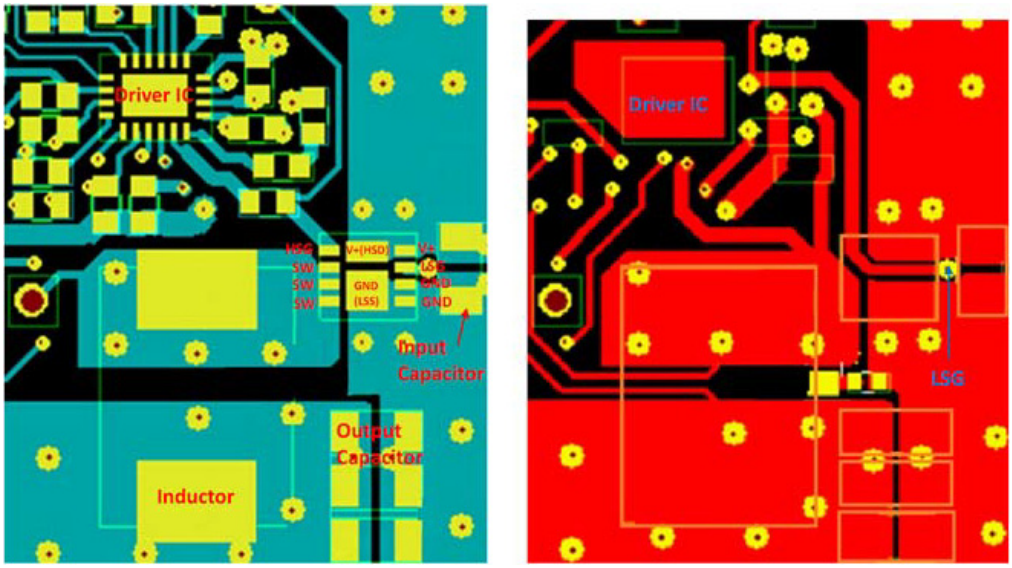

Figure 31. Top/Component (Green) View and Bottom (Red) PCB View
Figure 31 shows an example of a well designed layout. The discussion that follows summarizes the key features of this layout.
- ”The SW to inductor copper trace is a high current path. It will also be a high noise region due to switching voltage transients. The trace should be short and wide to enable a low resistance path and to minimize the size of the noise region. Care should be taken to minimize coupling of this trace to adjacent traces. The layout in Figure 31 shows a good example of this short, wide path.
- ”The POWERTRENCH Technology MOSFETs used in the Power Clip are effective at minimizing SW node ringing. They incorporate a proprietary design1 that minimizes the peak overshoot ring voltage on the switch node (SW). They allow the part to operate well within the breakdown voltage limits. For most layouts, this eliminates the need to add an external snubber circuit. If the designer chooses to use an RC snubber, it should be placed close to the part between the SW pins and GND / GND(LSS) PAD to dampen the high frequency ringing.
- ”The Power Clip has very good Junction−PCB heat transfer from all power pins. It has much better heat transfer Junction−GND (LSS) than traditional dual FET packages. In most cases, board ground will be the most effective heat transfer path on the PCB. Use a large copper area between GND / GND(LSS) PAD pins and board ground. To ensure the best thermal and electrical connection to ground, we recommend using multiple vias to interconnect ground plane layers as shown in Figure 31.